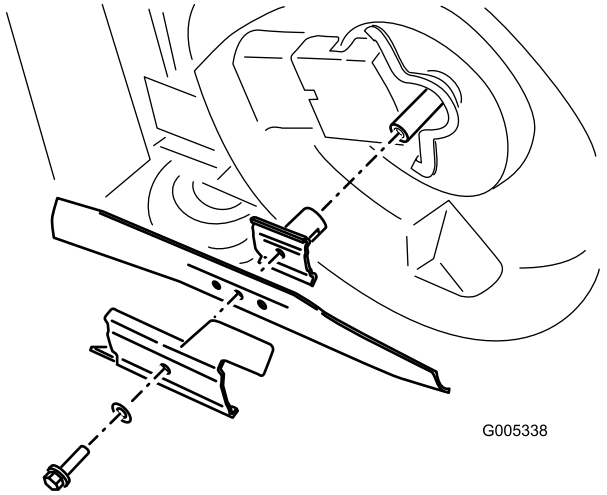

Figur 28
4. Lägg klipparen på sidan med luftfiltret vänt uppåt (Figur 28).
Fatta tag om knivens ände med en trasa eller en tjockt vadderad handske. Ta bort knivbulten, acceleratorn och kniven (Figur 28).